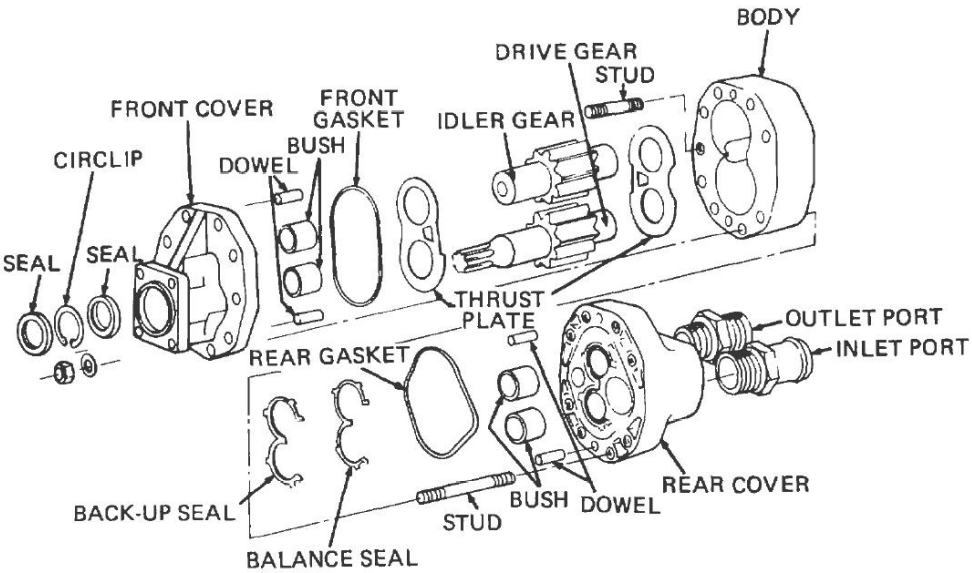

Figure 39 Hydraulic Pump – Exploded View
b. Remove the front cover then remove the two seals and the circlip from the cover (Figure 39) and discard both seals.
Ensure the window in the rear thrust plate is positioned correctly (Figure 39).
g. Lubricate the idler gear and drive gear with OM-65 then install the gears in their respective bushes in the rear cover (Figure 39).
Ensure the window in the front thrust plate is positioned correctly (Figure 39).